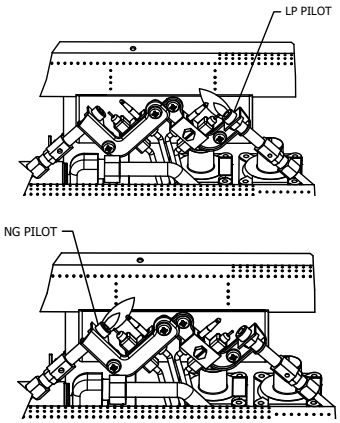
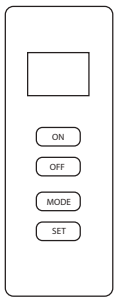

Fig. 18 - Pilot
Fig.19 - Remote
6. With control knob depressed, push down on the ignitor button until the pilot lights. The pilot is located behind the fireplace screen, centered nea the rear of the burner (See Fig. 18).
7. Keep control knob depressed for (30) seconds after pilot lights. Release control knob.
• If pilot goes out repeat steps 3 through 7. Wait (1) minute before attempting to light pilot again. If after several tries the pilot still goes out, turn the gas control knob clockwise to the “OFF” position and call a qualified service technician.
9. To use the included thermostatic remote control, set receiver switch to the “REMOTE” position (See Fig. 19). Press the ON button to turn on the remote to ignite the main burner. Refer to the remote control instruction manual on page 29 for “MODE” and “SET” functions.